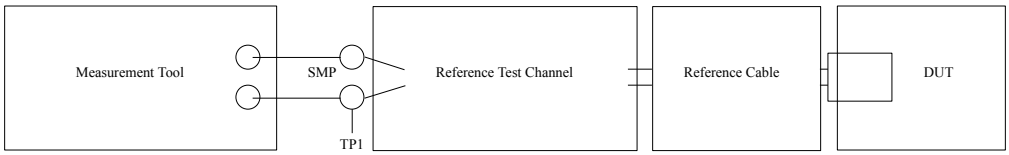

Figure 43. Transmit normative setup
1. Measured at compliance TP1. See the Transmit normative setup figure below for details. 2. See Figure 43.